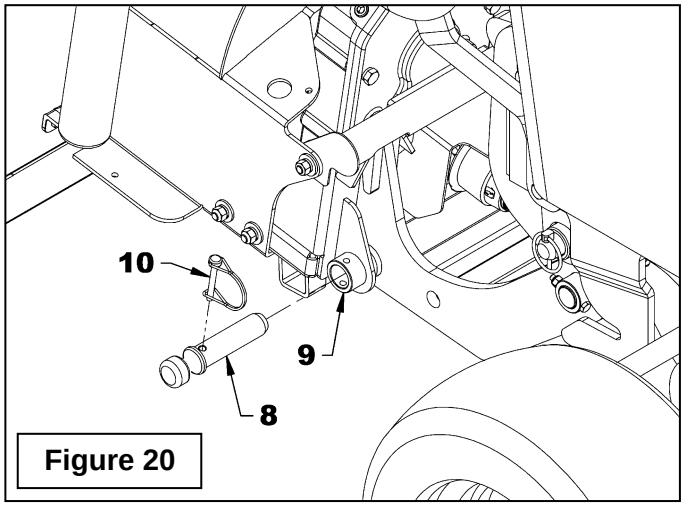

Figure 20
Figure 20 : Démarrer le tracteur, retirer le frein de stationnement, avancer lentement en vous assurant de bien aligner l'attache femelle de la souffleuse avec l'attache mâle du tracteur. Abaisser suffisamment l'attache mâle du tracteur afin que les deux pointes supérieures de l'attache (items 1A) puissent s'insérer dans les ouvertures du tube (items 2A) de l'attache femelle de la souffleuse.
Figure 20 : À l'aide du levier de commande hydraulique du tracteur, soulever l'équipement complètement vers le haut dans le but de bien positionner l'attache de l'équipement avec l'attache mâle du tracteur. Cette étape va permettre aux coussinets de l'attache mâle (items 1B) de bien s'aligner avec les coussinets de l'attache femelle de la souffleuse (items 2B).